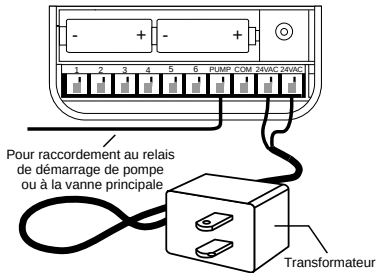

FIGURE 20 : Raccordement du relais de démarrage de pompe, de la vanne principale et du transformateur
- Branchez le transformateur sur le secteur **[voir la figure 20]**.